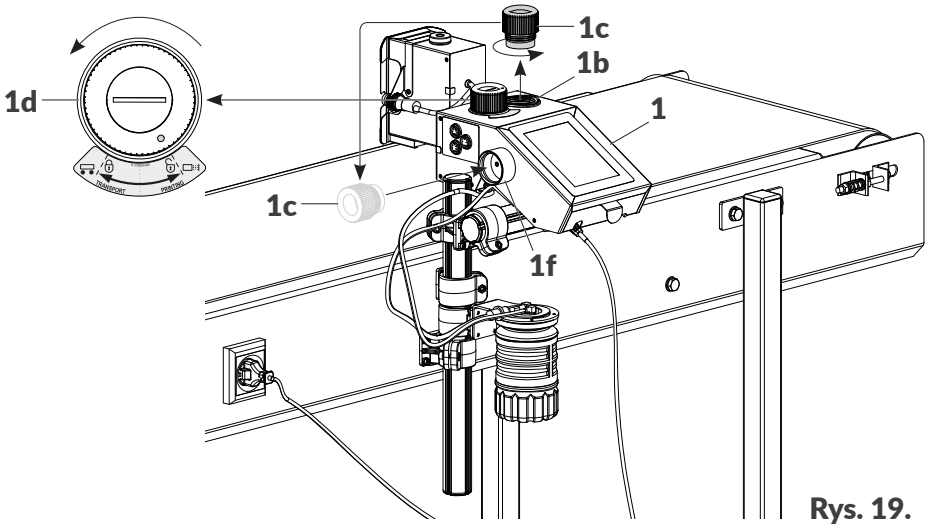

Rys. 19.
19. Ustaw zawór systemu atramentowego **1d** (patrz ***Rys. 19 na stronie 28***) w pozycji **PRINTING**.